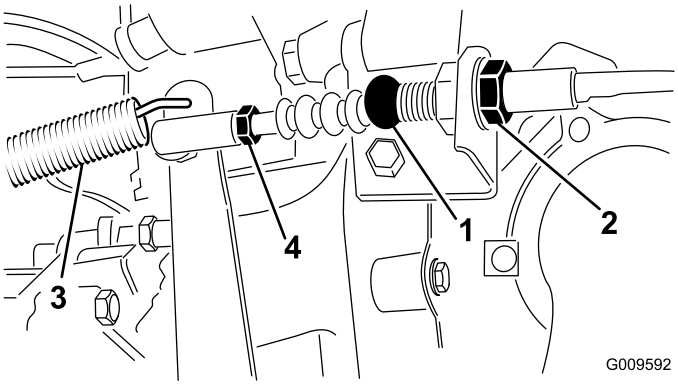

Figuur 69
1. Draai de contramoeren los waarmee de koppelingskabel vastzit aan de beugel op de koppelingsbehuizing (Figuur 69).